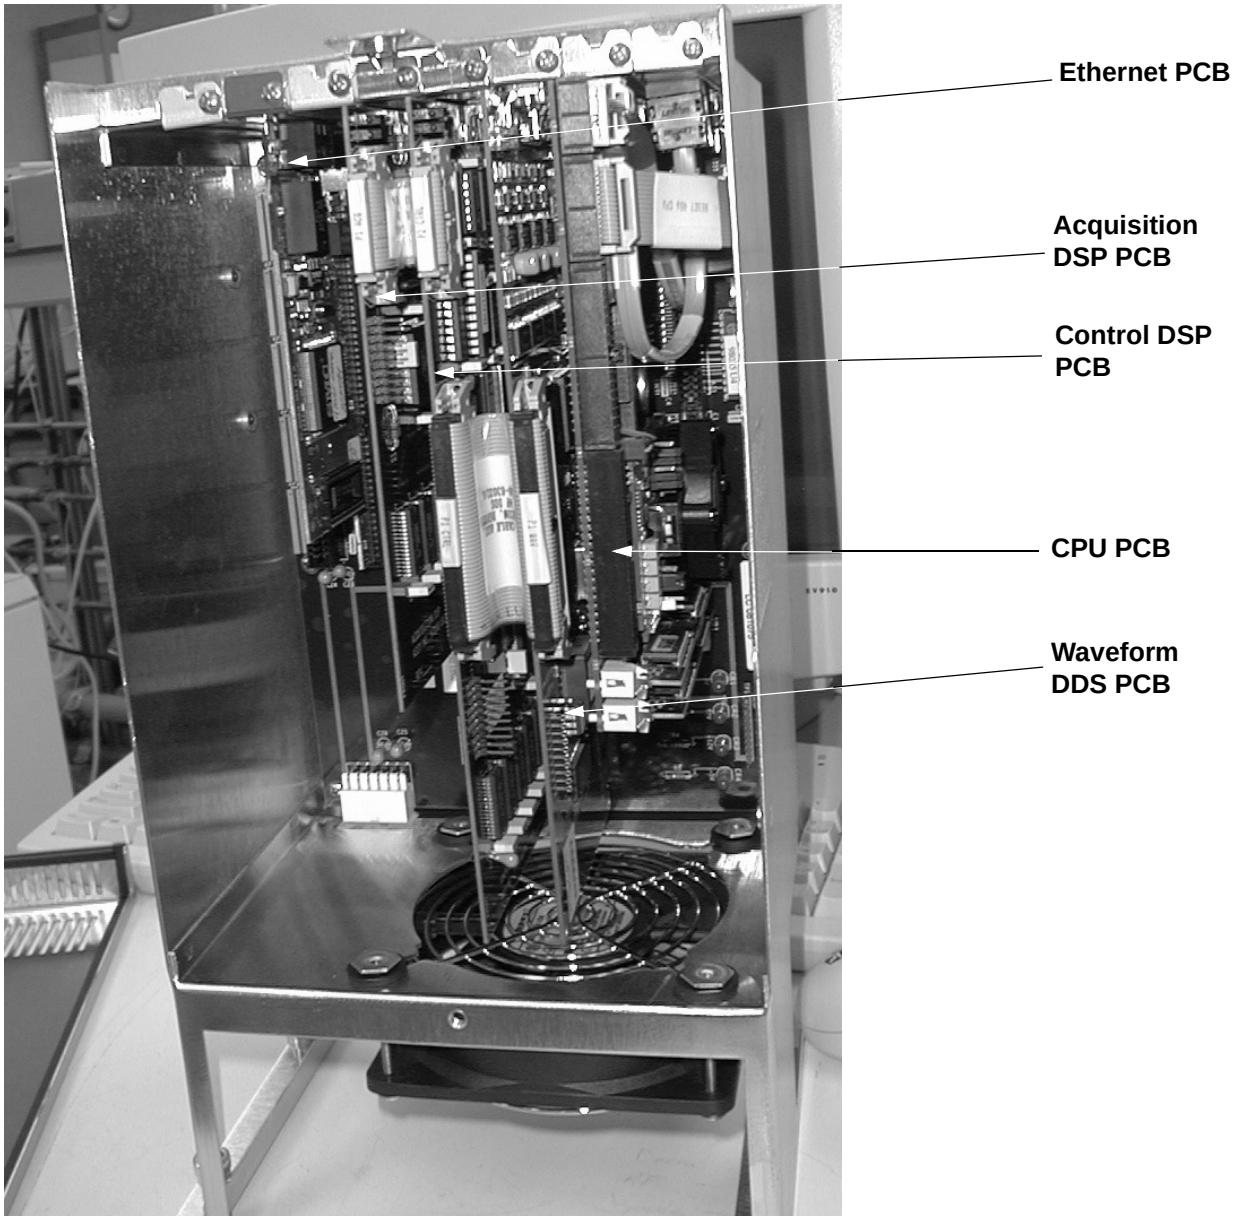
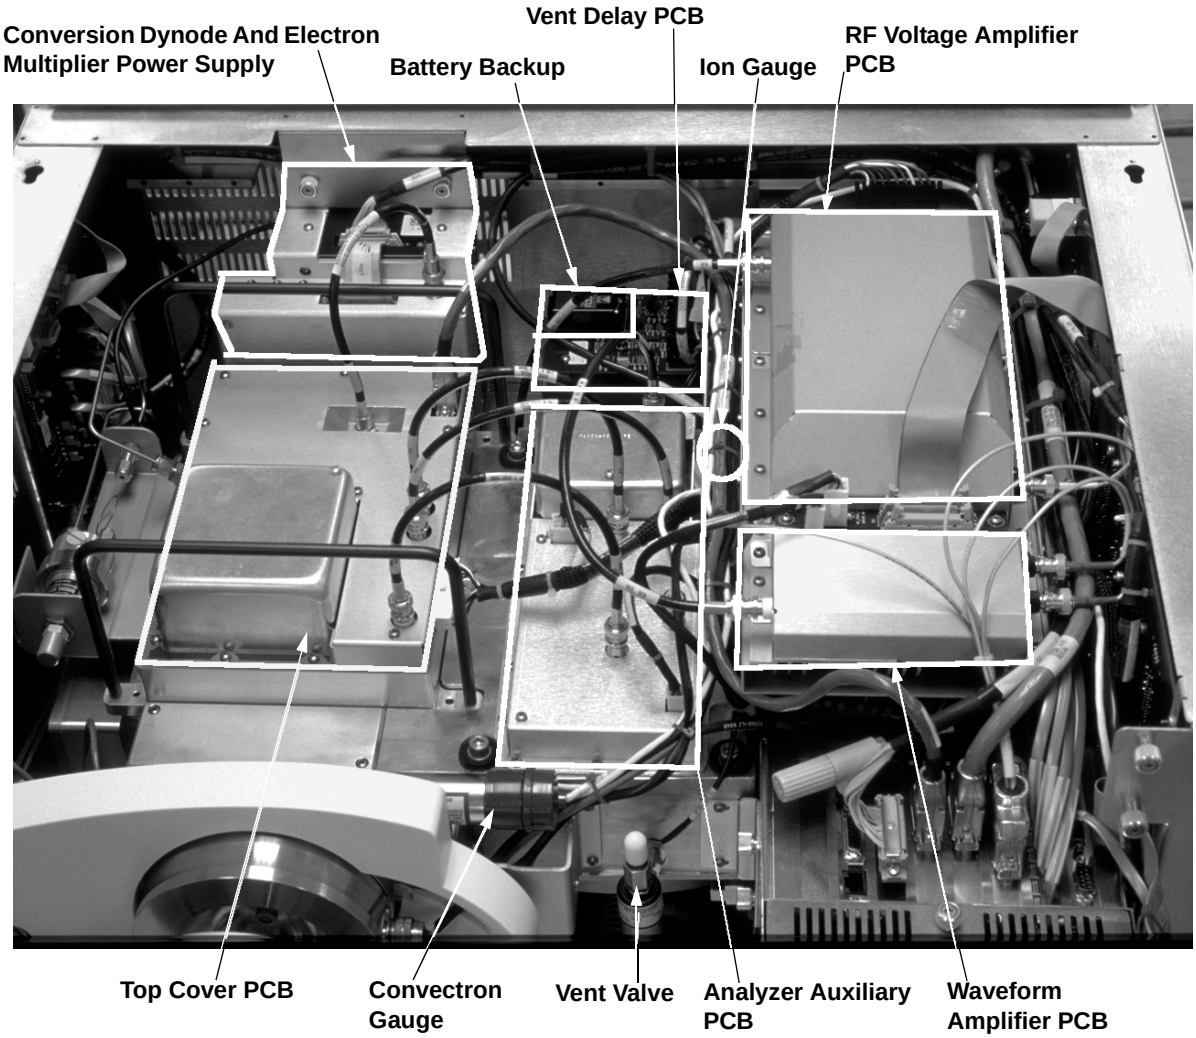

Figure 8-4. Embedded computer (with front cover removed)
Figure 8-5. PCBs and assemblies that are accessible from the top of the MS detector
d. Lift the embedded computer and reposition it such that the two hooks in the back of the embedded computer box insert into the two slots in the MS detector chassis. See Figure 8-4 on page 8-16 for the location of the slots.
a. Disconnect the cable to the RF Voltage Amplifier PCB from the connector on the RF Voltage Amplifier PCB. (See Figure 8-5 on page 8-18 for the location of the RF Voltage Amplifier PCB, Analyzer Auxiliary PCB, and Waveform Amplifier PCB.)
f. Reconnect the cables that connect to the top of the embedded computer. See Figure 8-4 on page 8-16 and Figure 8-5 on page 8-18.
The Ethernet PCB (P/N 97033-60280), Acquisition DSP PCB (P/N 97000-61260), Control DSP PCB (P/N 97000-61270), Waveform DDS PCB (P/N 97000-61430), and CPU PCB (P/N 97144-60260) reside in the embedded computer. See Figure 8-4. (See Figure 8-5 on page 8-18 for the location of the embedded computer.)
4. Locate the PCB you want to replace. See Figure 8-4.
The Vent Delay PCB, backup battery, ion gauge, and vent valve all can be accessed from the top of the MS detector. See Figure 8-5.
e. Replace the battery (P/N 00301-05720) if necessary. To replace the battery on the Vent Delay PCB, proceed as follows. See Figure 8-5 on page 8-18 for the location of the battery. Remove the battery from the Vent Delay PCB. Reinstall a new battery (P/N 00301-05720).
The electron multiplier and conversion dynode power supplies, Analyzer PCB, Analyzer Auxiliary PCB, Waveform Amplifier PCB, and RF Voltage Amplifier PCB are accessible from the top of the MS detector. See Figure 8-5 on page 8-18.
3. To replace the electron multiplier power supply and/or the conversion dynode power supply, proceed as follows. See Figure 8-5 on page 8-18 for the location of the electron multiplier and conversion dynode power supplies.
4. To replace the Analyzer Auxiliary PCB, proceed as follows. See Figure 8-5 on page 8-18 for the location of the Analyzer Auxiliary PCB.
5. To replace the Analyzer Auxiliary PCB, proceed as follows. See Figure 8-5 on page 8-18 for the location of the Analyzer Auxiliary PCB.
6. To replace the Waveform Amplifier PCB, proceed as follows. See Figure 8-5 on page 8-18 for the location of the Waveform Amplifier PCB.